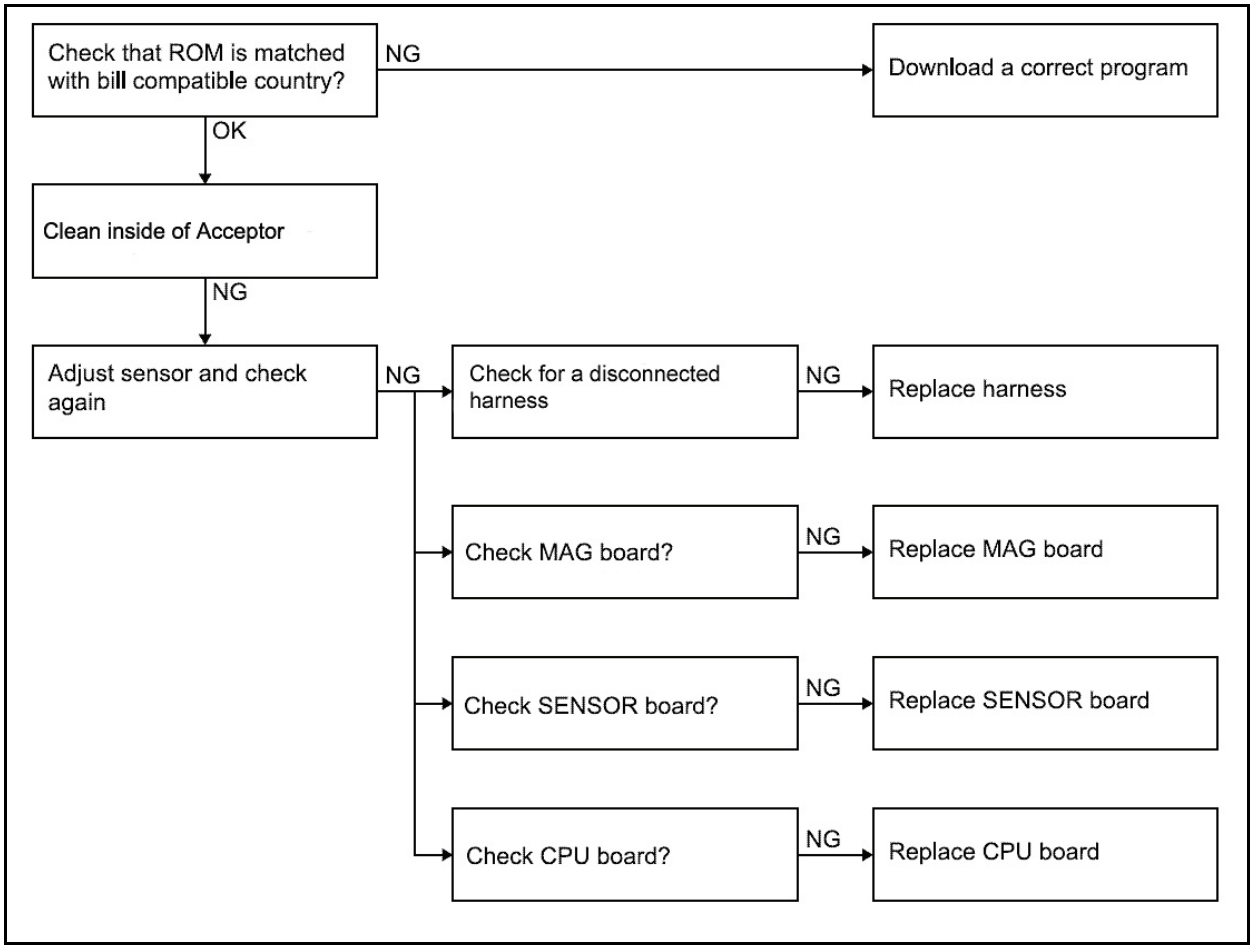

Figure A-4 DBV-30X Bill Validator Rejects or Poorly Accepts Bills Flow Chart Diagram
3. Rejected or poorly accepts bills (See Figure A-4).
The Figure A-4 Flowchart diagrams the fault conditions related to Bill Validator rejects or poorly accepts bills.